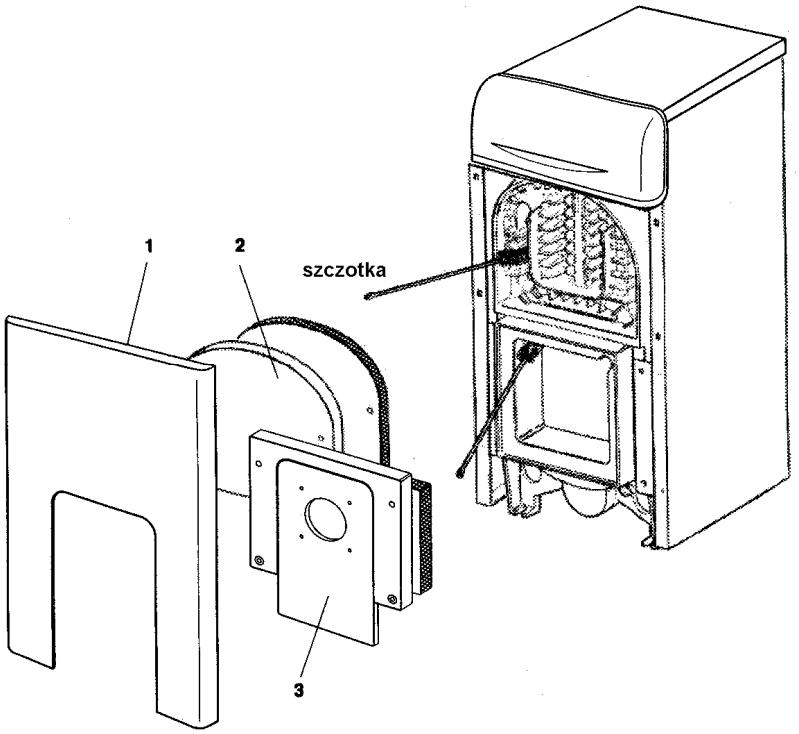

Rys. 6 Konserwacja, czyszczenie kotła.
- zdjąć pokrywy 1,2 i 3 (rys.6);